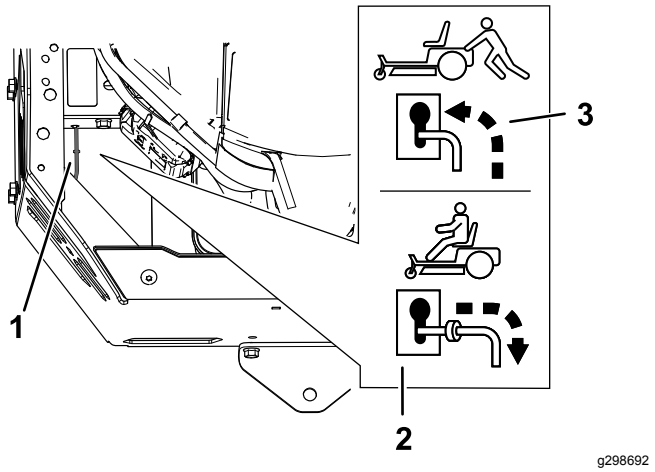

Figur 37
4. För förbikopplingsreglagen framåt genom nyckelhålet och nedåt för att låsa dem på plats (Figur 37).
För förbikopplingsreglagen bakåt genom nyckelhålet och nedåt för att låsa dem på plats enligt Figur 37.